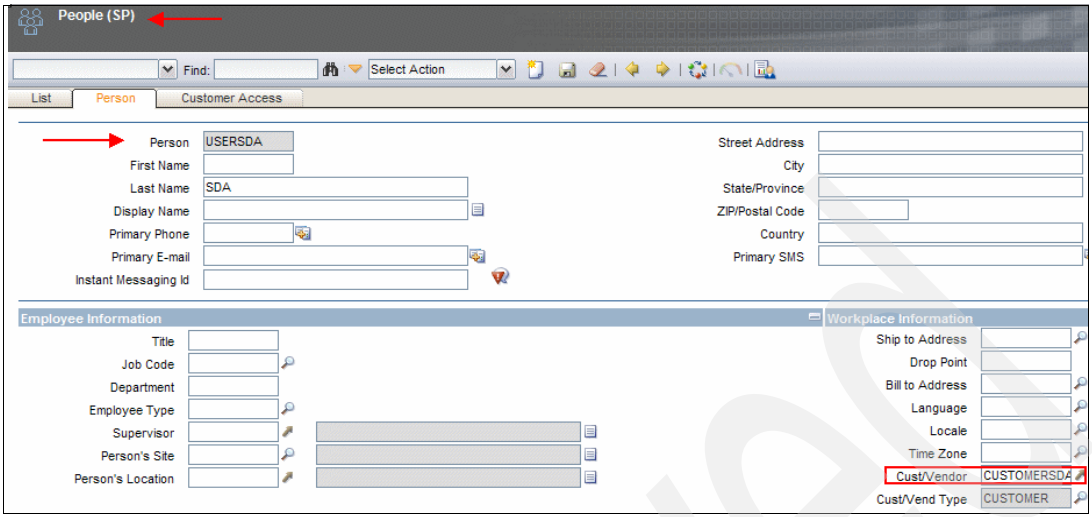

Figure 13-15 People(SP) application
3. From the Person application Detail Menu, select **Select Value** → **People (SP)**.
4. Associate USERSDA with CUSTOMERSDA by setting the Cust/Vendor field with CUSTOMERSDA, as shown in Figure 13-15 on page 245.
5. Using the Detail Menu for person you open the People(SP) application and associate the Person with Cust/Vendor field.